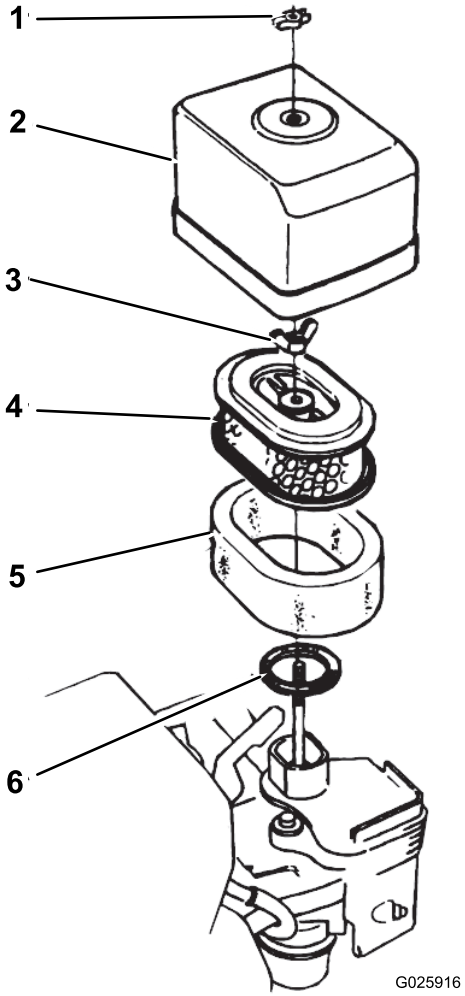

Figur 16
2. Ta bort vingmuttern som fäster luftrenarkåpan på luftrenaren och ta bort kåpan (Figur 16).
4. Ta bort vingmuttern från luftfiltret och ta bort filtret (Figur 16).
5. Ta bort skumplastfiltret från pappersfiltret (Figur 16).